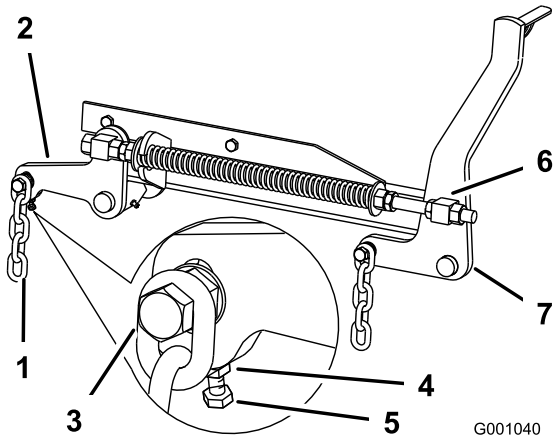

Figur 72
7. Hvis målingerne ved position **B** eller **C** ikke er korrekte, skal du løsne bolten, som fastholder bagkæden til den bageste støttearm (Figur 72).
8. Løsn kontramøtrikken under den bageste støttearm, og juster justeringsbolten for at opnå et mål på 79 til 83 mm (Figur 72).
7. Løsn de forreste drejeleds kontramøtrikker ved forenden af højre og venstre drejeled, ca. 13 mm (Figur 72).
8. Juster løftemøtrikkerne på maskinens venstre og højre side for at få en måling, der er 6 til 10 mm lavere foran ved A end bagest ved **B** (Figur 72).